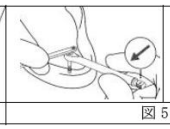

図5
(5)インプラント体用の挿入ジグにレンチ(ラチェット及びホールディングキーを装着し、ラチェット(図の矢印方向参照)を使用してインプラント体を埋入する。埋入深度は骨内埋入部のすべてが歯槽骨頂下となることを推奨する(図5)。